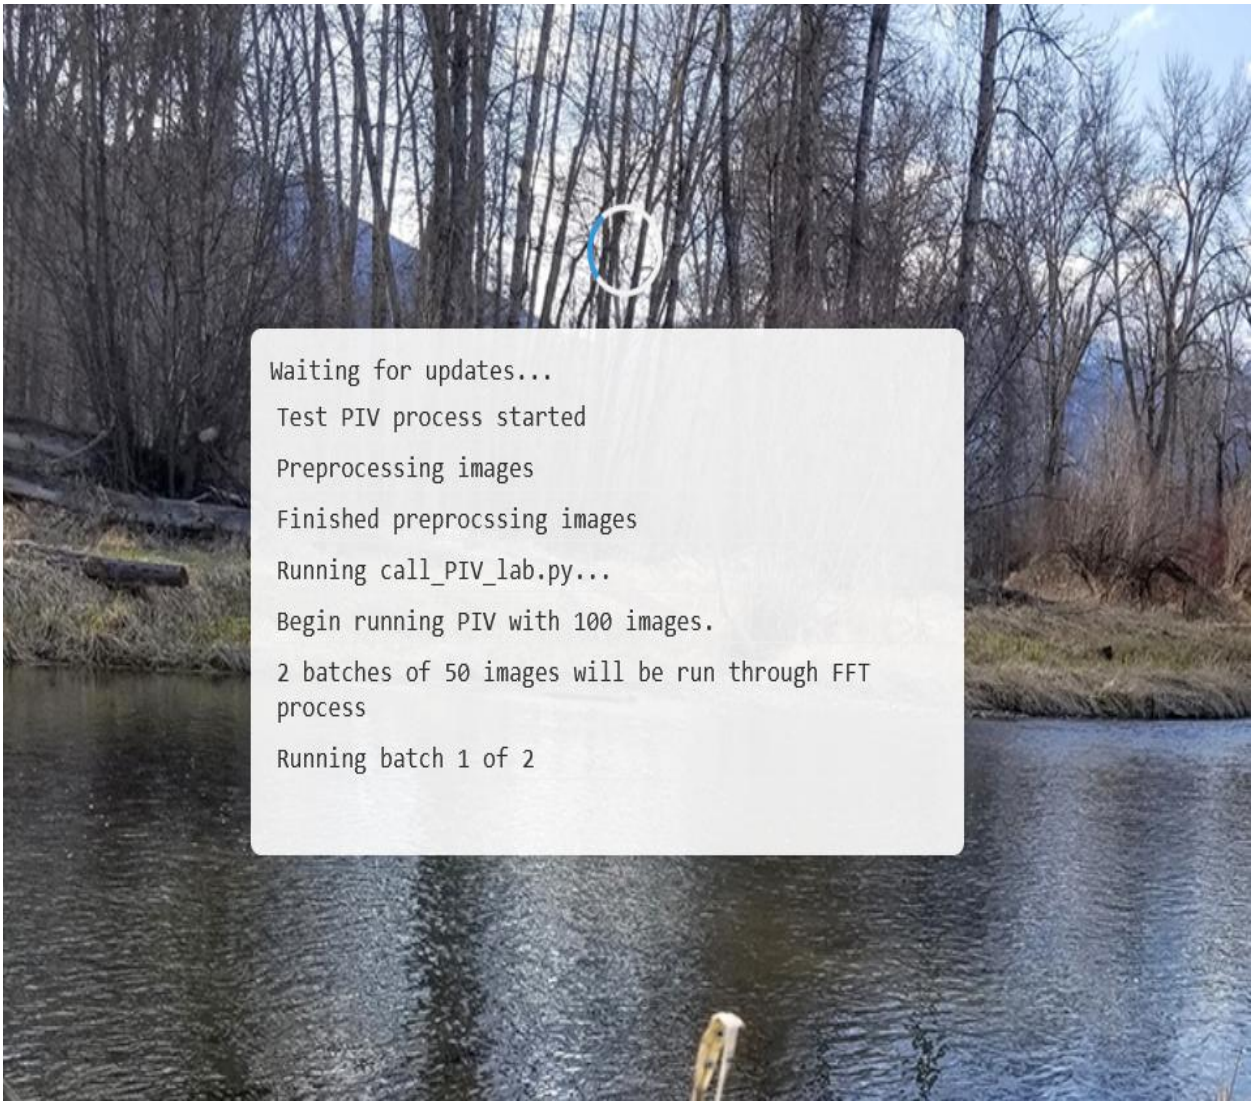

Figure 11 Example of the waiting screen when running a PIV test.
- During the test, you will be directed to a waiting screen that provides live updates on the calculation process – see Figure 11.